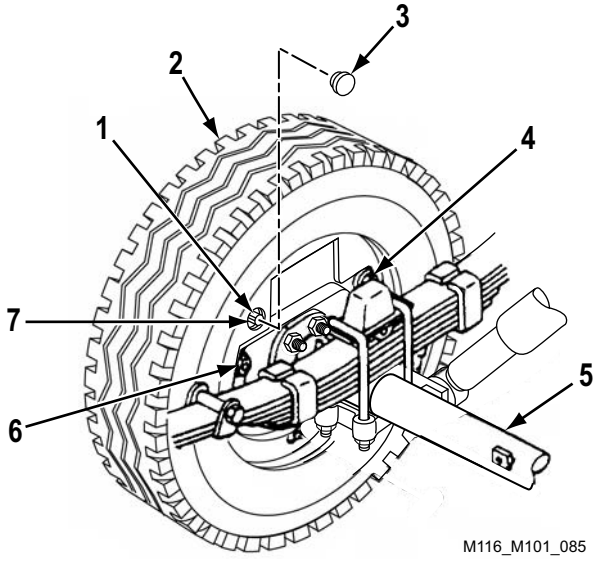

Figure 2. Service Brake Adjustment.
4. While turning wheel assembly (Figure 2, Item 2), turn cam stud (Figure 2, Item 6) until brake drags. Turn cam stud (Figure 2, Item 6) in opposite direction just enough to remove drag.
5. Repeat Step 4 for other cam stud (Figure 2, Item 4).
6. Remove button plug (Figure 2, Item 3).
7. Loosen nut (Figure 2, Item 1) and turn eccentric pin (Figure 2, Item 7) until it binds. Tighten nut (Figure 2, Item 1).
8. Install button plug (Figure 2, Item 3).
9. Lower axle (Figure 2, Item 5). Apply handbrake on adjusted side (WP 0005).
10. Remove chock from wheel assembly (Figure 2, Item 2).